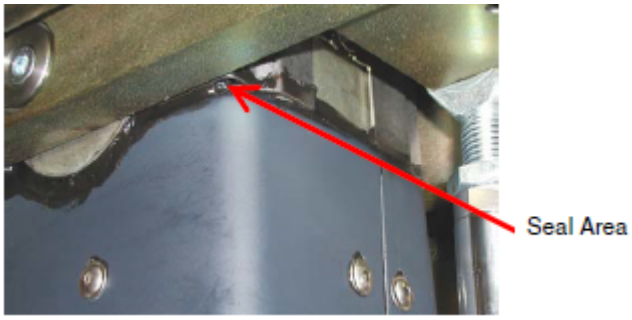

Figure 15-6. Seal Around Upper Plastic Covers and Column
6. Seal around entire perimeter between upper plastic column covers and column ensuring to fill entire gap as shown in *Figure 15-6*. Smooth out RTV as much as possible.